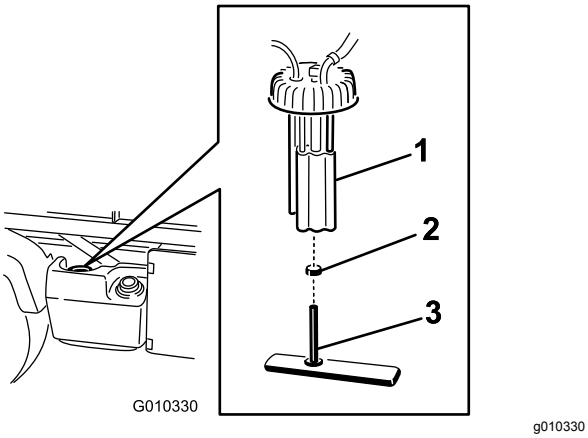

Figur 48
2. Tag ledningsnetstikkene ud af brændstofpumpen (Figur 48).
3. Løsn slangeklemmen, og frakobl brændstofrøret fra brændstofpumpedækslet (Figur 48).
4. Fjern brændstofpumpedækslet øverst på brændstoftanken (Figur 48).
5. Tag brændstofpumpesamlingen og brændstoffilteret af tanken (Figur 48).
7. Fjern slangen fra monteringen (Figur 48).